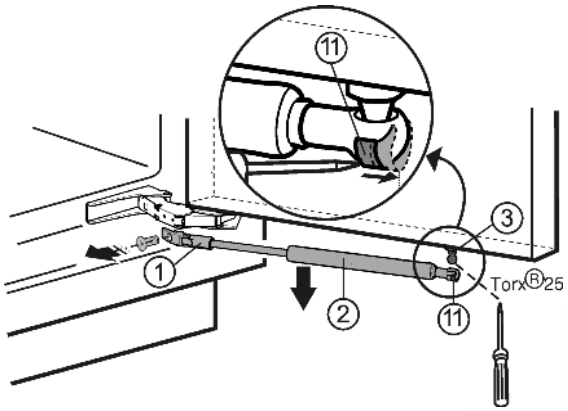

Fig. 3
▶ С помощью отвертки сдвиньте натяжную пружину *Fig. 3 (11)* наружу.
▶ Снимите амортизатор закрывания дверей *Fig. 3 (2)* вниз.
▶ Открутите держатель *Fig. 3 (1)*.
▶ Открутите шаровую головку *Fig. 3 (3)* (Torx® 25).